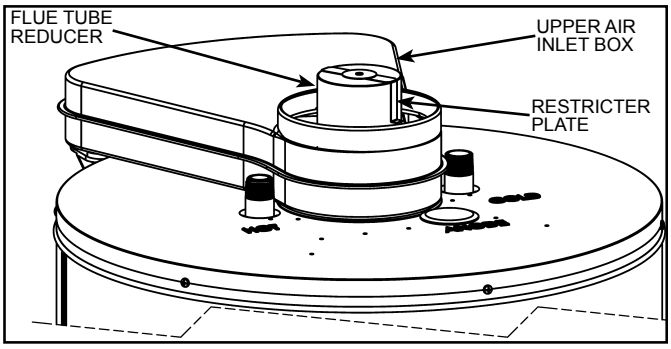
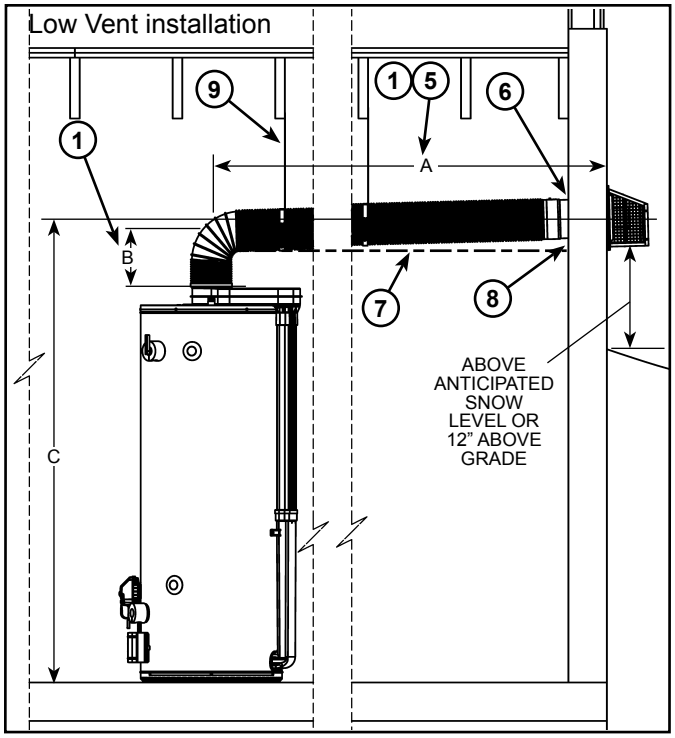
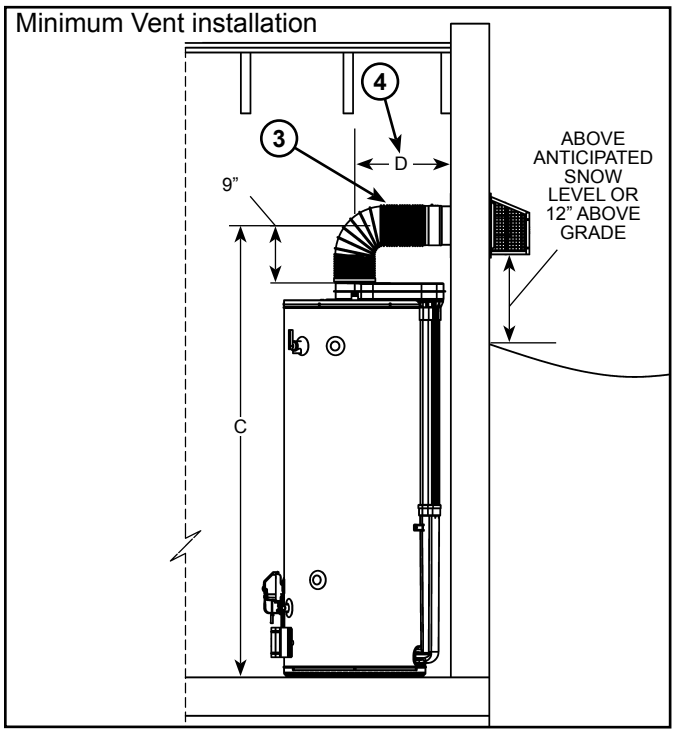
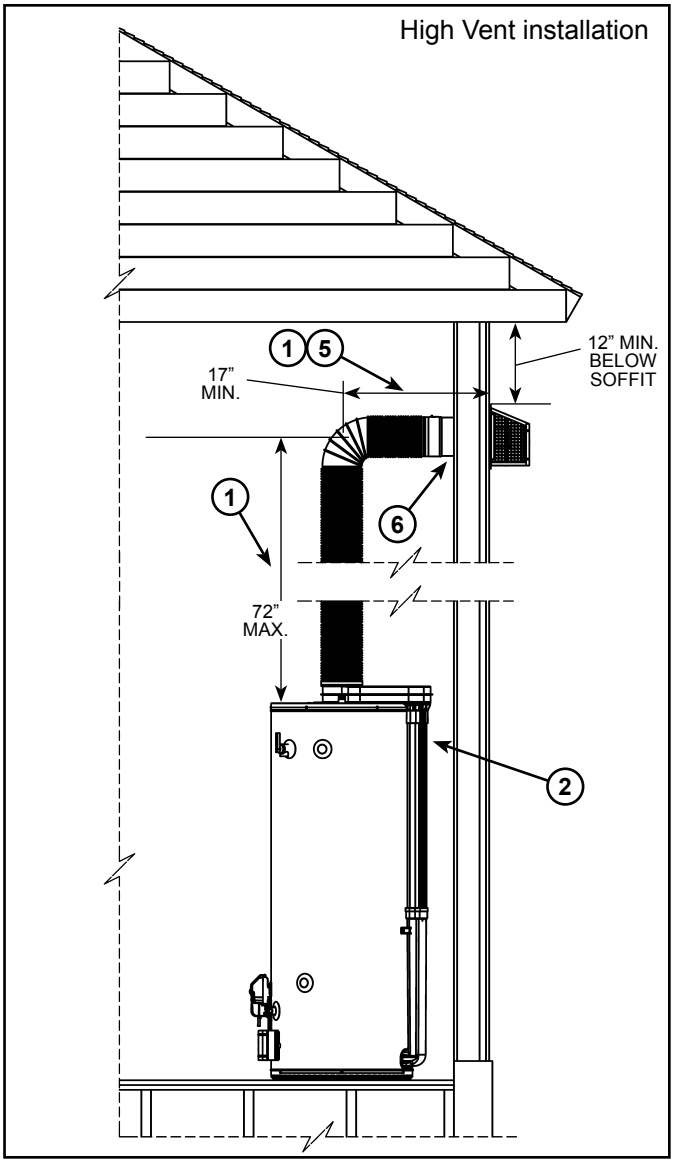

Figure 22
Figure 28
Figure 29
Figure 30
Figure 28 thru Figure 30 show various installation options.
* If the horizontal length of the venting is **less than 30"** the restricter plate must be installed (see Figure 22, Figure 28 thru Figure 30).
The vent restricter plate (see Figure 22) is required for short horizontal runs on low vent installations (see Figure 29) and high vent installations (see Figure 30).
For short horizontal vent runs (see Figure 29) place the restricter plate over the flue tube reducer before connecting the inner corrugated tube to the flue tube reducer. DO NOT use the restricter plate if the horizontal run is greater than 30".
For high vertical runs use the restricter plate only when the vertical run of the venting above the heater is greater than 48" (see Figure 30).
NOTES: (applies to Figure 28 thru Figure 30)